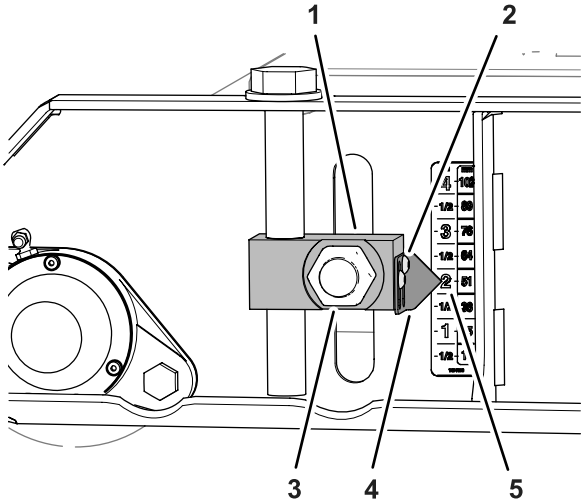
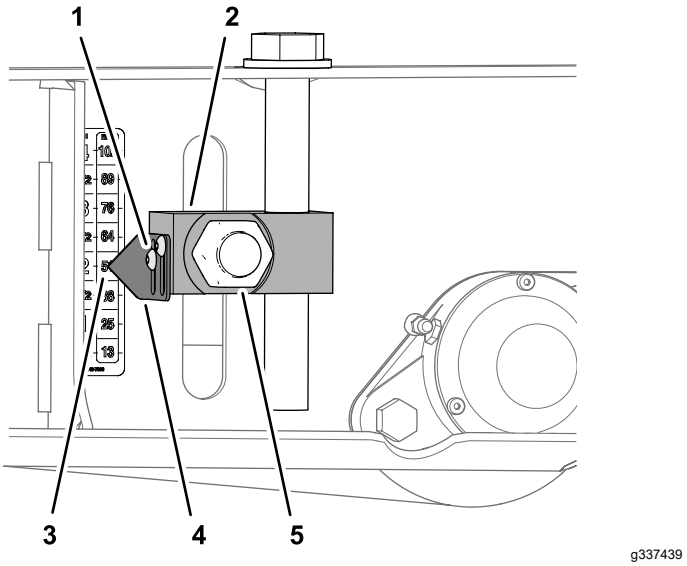

Figur 82
Figur 84
3. Lossa de två insexskruvarna som fäster markören på klipphöjdsjusteringsblocket. Ställ in markören på 51 mm på dekalen och dra åt skruvarna (Figur 82).
6. Lossa insexskruvarna som fäster de två markörerna på klipphöjdsjusteringsblocket, rikta in markörerna på markeringen 51 mm på dekalen och dra åt skruvarna (Figur 84).
7. Dra åt de fyra muttrarna som fäster de fyra klipphöjdsjusteringsblocken (Figur 82 och Figur 84) till de främre och bakre valsarna till 322–396 Nm.